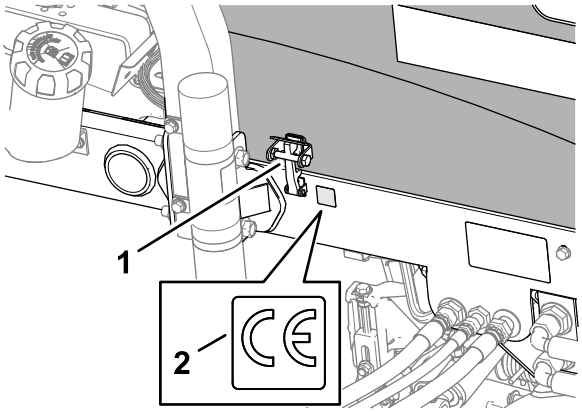

Figur 38
3. Tør venstre stel i nærheden af motorhjelmslåsen af med sprit, og lad stellet tørre (Figur 38).
4. Fjern bagsiden, og påfør CE-mærkaten (delnr. 133-8095) på stellet som vist i Figur 38.